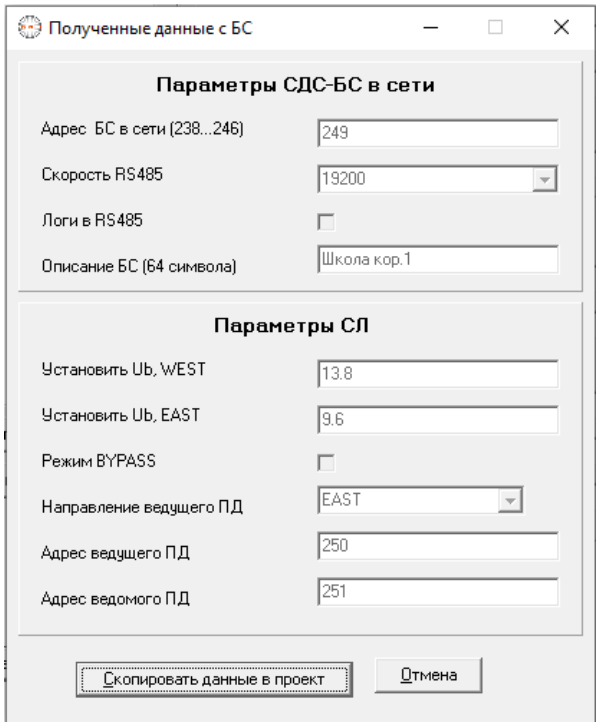

Рис.5.3
5.7.5 Установить указатель мыши на БС и нажать кнопку «Прочитать параметры БС» появиться окно со считанными параметрами рис.5.3